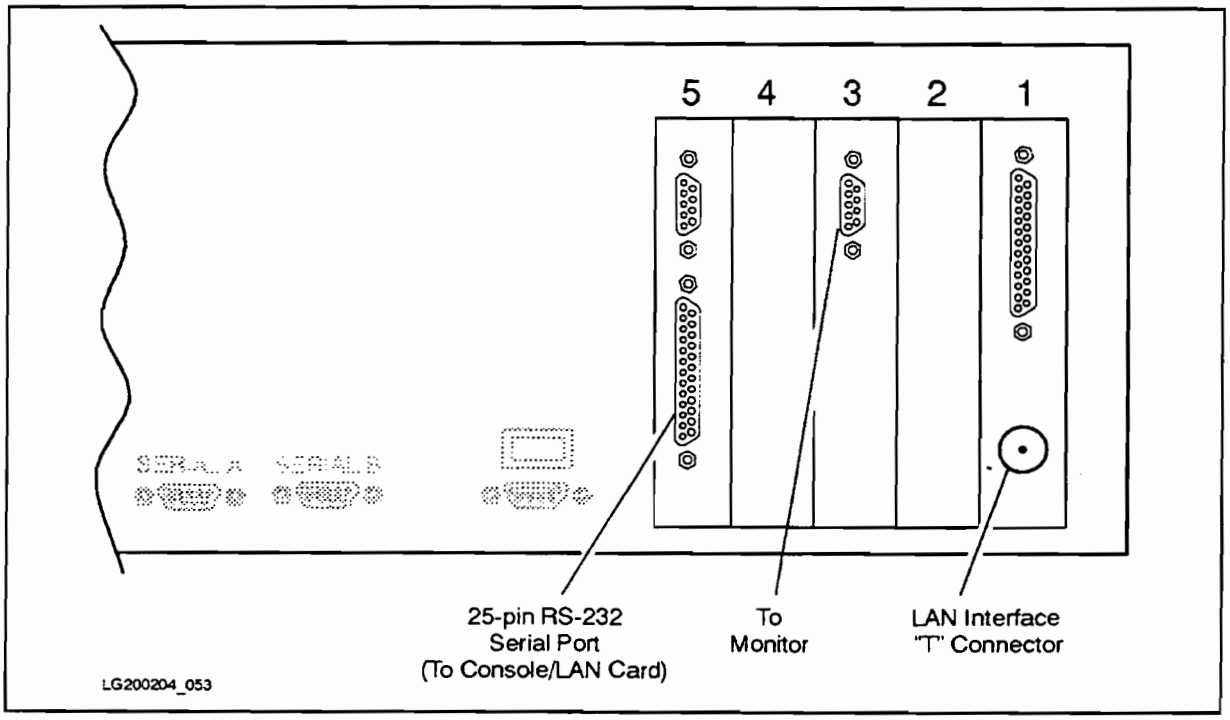

Figure 11d-4. Connectors on the Rear of the OpenView PC Console (CS 99x DX Only)
b. On the OpenView PC. to the RS-232 serial port on the rear. The serial port is a 25-pin connector on a card in the expansion slots (see Figure 11d-4).